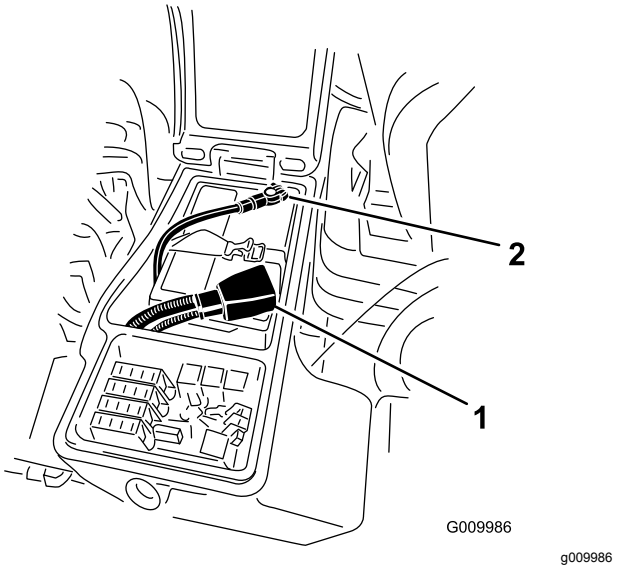

Figuur 93
3. Maak de minkabel (zwart) los van de minpool (-) en de pluskabel (rood) los van de pluspool (+) van de accu (Figuur 93).
6. Bevestig de pluskabel (rood) aan de klem van pluspool (+) van de accu en de minkabel (zwart) aan de klem van minpool (-) van de accu (Figuur 93).